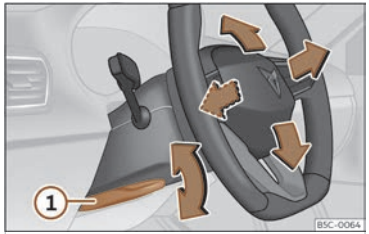

Fig. 95 Lever in the lower left side of the steering column.
- Pull lever >>> **Fig. 95** (1) down, move the steering wheel to the desired position and lift the lever back up until it locks.
- **After adjusting the steering column, push lever >>> Fig. 95 (1) firmly upwards so that the steering wheel does not accidentally change position while driving.**